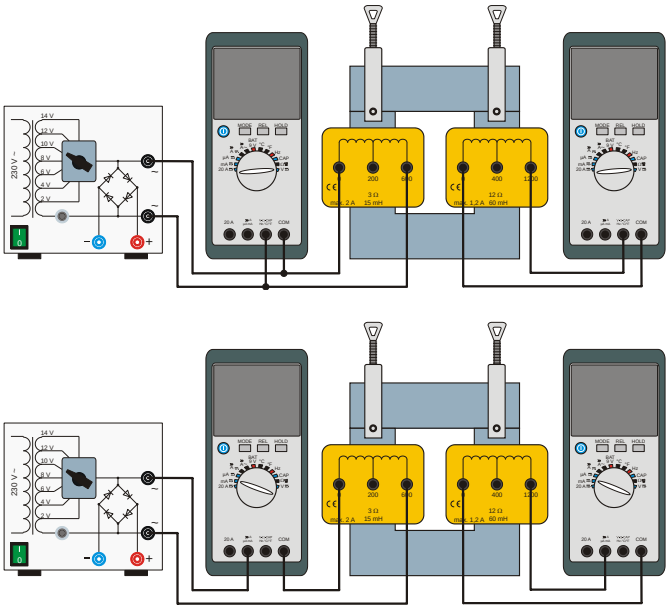

Fig. 4: Experimenteller Aufbau für den unbelasteten Transformator im Leerlauf (oben) und den belasteten Transformator bei Kurzschluss (unten).
- Experiment gemäß Fig. 4 oben aufbauen. Das primärseitige Multimeter parallel zur Primärspule als Spannungsmessgerät anschließen, den Spannungsmessbereich „V“ einstellen und „Mode AC“ wählen.
- Das primärseitige Multimeter jetzt in Reihe zur Primärspule als Strommessgerät anschließen (Fig. 4 unten), den Strommessbereich „mA“ einstellen und „Mode AC“ wählen.